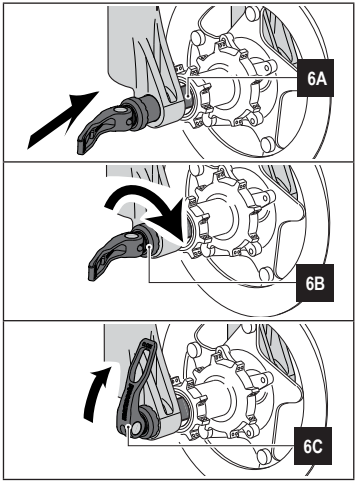

Abbildung 6 - *Radmontage auf gabeln mit Aufnahmefuß mit Schnellauslösung QR15*
Die Benutzung und das Festschrauben des Laufrades ist so einfach wir bei einen Schnellspanner für Standardlaufräder mit einer 9-mm-Radachse. Die Radmitte zwischen beiden Radaufnahmen ausrichten (siehe 6A der Abbildung 6).
- Die Radmitte zwischen beiden Radaufnahmen ausrichten (siehe **6A** in **Abbildung 6**).
- IMit geöffnetem Spannhebel und auf der Gegenseite der gehaltenen Spannmutter wird die Achse angezogen (festgeschraubt), (siehe **6B** der **Abbildung 6**). Während des Schraubvorganges darf der Spannhebel nicht gespannt werden, erst wenn die Spannmutter mit den Händen festgeschraubt ist, wird zum Erhöhen der Spannkraft der Hebel umgelegt.
- Mit Hilfe des Spannhebels am Ende der Radachse wird die maximale Befestigung erreicht. Durch Umlegen des Hebels (siehe **6C** der **Abbildung 6**), wird das Laufrad an der Gabel ordnungsgemäß befestigt.
- Bitte vergewissern Sie sich, dass der Auslösehebel sich in einer Stellung befindet, die die ordnungsgemäße Befestigung der Radachse garantiert und gewährleistet, dass der Hebel sich nicht durch eine Stoß oder Sturz öffnen kann. Am besten dazu den Hebel parallel zum Gabelunterteil ausrichten (siehe **6C** der **Abbildung 6**).